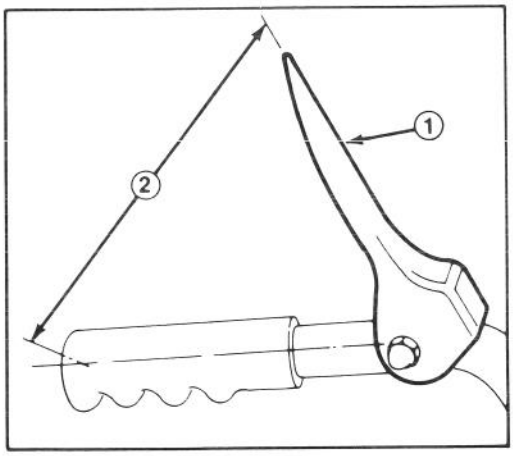

Abbildung 6
3. Den Abstand zwischen der Mitte des Griffholms und der Spitze des Hebels ausmessen (Abb. 6). Der Abstand sollte ca. 13 cm betragen.